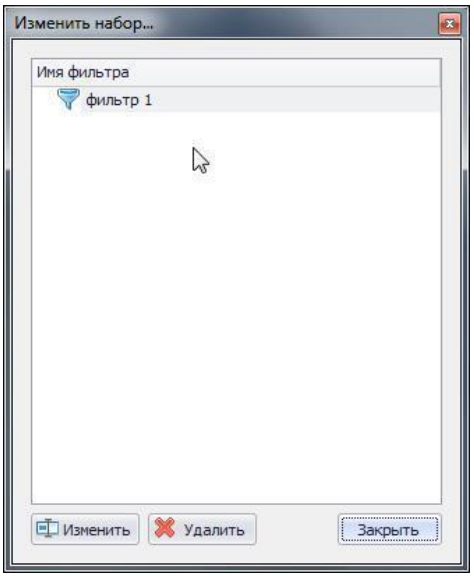

Рис. 806. Окно «Изменить набор»
2. На экране отобразится окно «Изменить набор», см. Рис. 806.